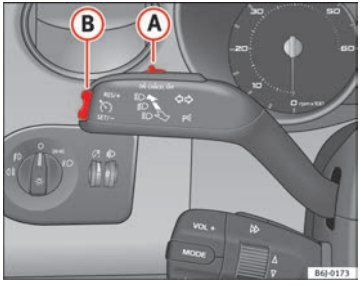

Fig. 116 Turn signal and main beam headlight lever: switch and rocker switch for the cruise control
- when the lever (A) is moved in the direction of **OFF** without fully being engaged.
To resume cruise control, release the brake or clutch pedal or reduce the vehicle speed to less than 180 km/h (110 mph) and press once on the upper part of the rocker switch **RES** ⇒ Fig. 116 (B).